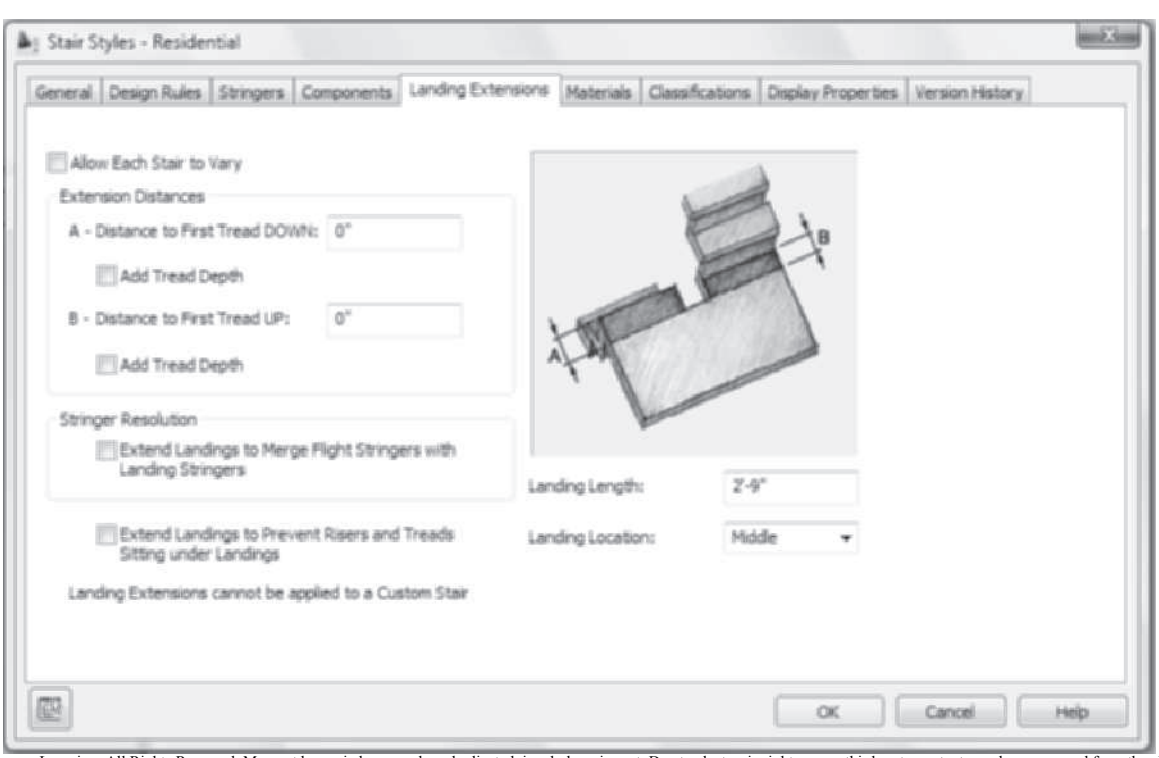

FIGURE 9.40 *Components tab of the Stair Styles – Residential dialog box*
8. Refer to Figure 9.40 and select the **Landing Extensions** tab, then edit as follows: clear the **Allow Each Stair to Vary** checkbox, set A-Distance to First Tread Down = **0**, clear the **Add Tread Depth** checkbox, set B-Distance to First Tread UP = **0**, clear the **Add Tread Depth** checkbox, clear the **Extend Landings to Merge Flight Stringers with Landing Stringers** checkbox, clear the **Extend Landings to Prevent Risers & Treads Sitting under Landings** checkbox, set Landing Length = **2'-9" [850]**, and set Landing Location = **Middle**.